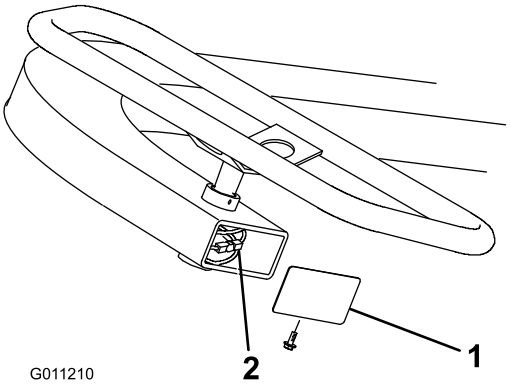

Figur 49
2. Skift kablene hvis alle trådene på kabelenden er brukt. Utfør eventuelt nødvendig service på rullen og styrekabelen under rattet ved å fjerne dekselet på enden av rattstammen (Figur 49).